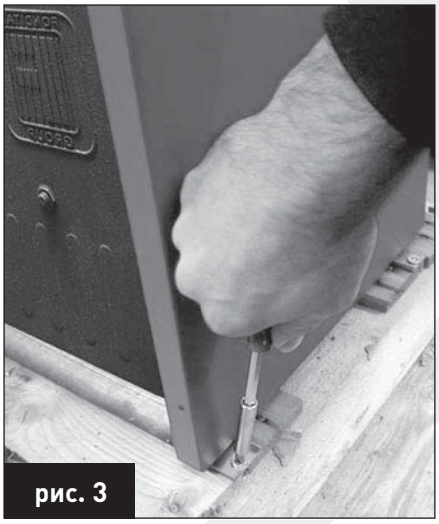

рис. 3
- открутить четыре винта, которые крепят блокировочные скобы котла к деревянному поддону (рис. 3);